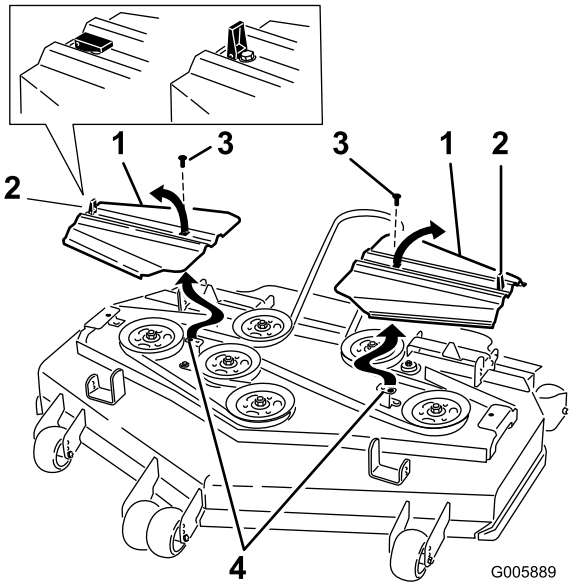

Figura 60
12. Instale las cubiertas de la correa introduciendo las pestañas en las ranuras. Coloque los tornillos y fije los cierres (Figura 60).